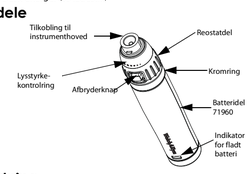

Figur 1
2. Tryk på afbryderknappen på reostatdelen og drej lysstyrkekontrolringen med uret. Fortsæt med at dreje for at øge lysstyrken, indtil stoppunktet nås (Figur 1).
1. Indikatoren for fladt batteri lyser i flere minutter, før håndtaget slukkes afhængig af batteriets alder (Figur 1).